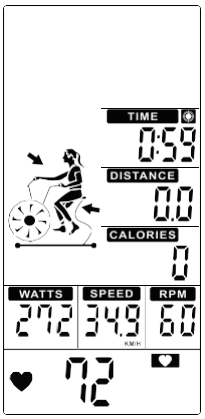

Figure 40
3. Preset TIME value counts down, DISTANCE, CALORIES, WATTS, SPEEED, RPM start to count up. (Figure 40)